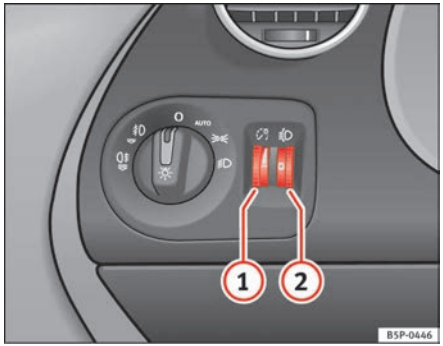

Fig. 74 Instrument panel: regulation for instrument and switch illumination and headlight range control
When the headlights are switched on, the brightness of the instruments and switch lighting can be regulated to suit your requirements by turning the thumb wheel ⇒ fig. 74 (1).